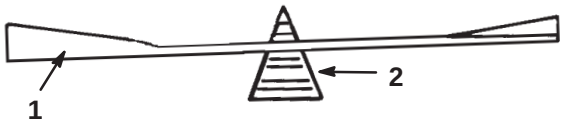

Abbildung 25
2. Die Auswuchtung des Schnittmessers auf einer Messerwaage überprüfen (Abb. 25). Wenn das Schnittmesser in horizontaler Position bleibt, ist es ausgewuchtet und kann wiederverwendet werden. Wenn das Schnittmesser nicht ausgewuchtet ist, an der Rückseite des Messers etwas Metall abfeilen. Diesen Vorgang wiederholen, bis das Messer ausgewuchtet ist.